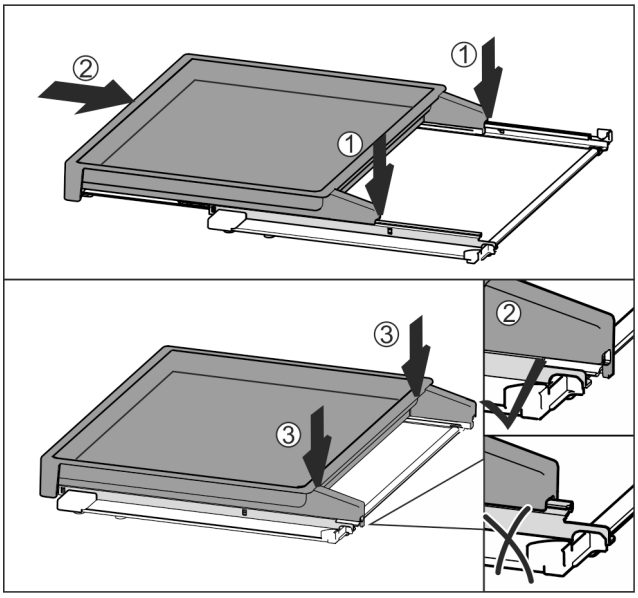

Fig. 109
▶ Așezați centrat pe șine *Fig. 109 (1)*.
▶ Împingeți complet raftul extractibil în interior *Fig. 109 (2)*.
▶ Apăsați pe partea din spate, până când acesta se cuplează cu un zgomot specific *Fig. 109 (3)*.